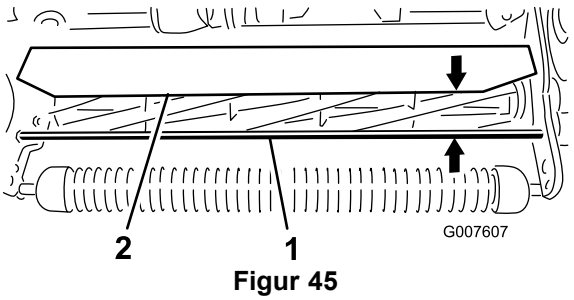

Figur 45
1. Mål avstanden fra toppen av den fremre støttestangen til den fremre kanten på skyddet, i hver ende av klippeenheten (Figur 45).